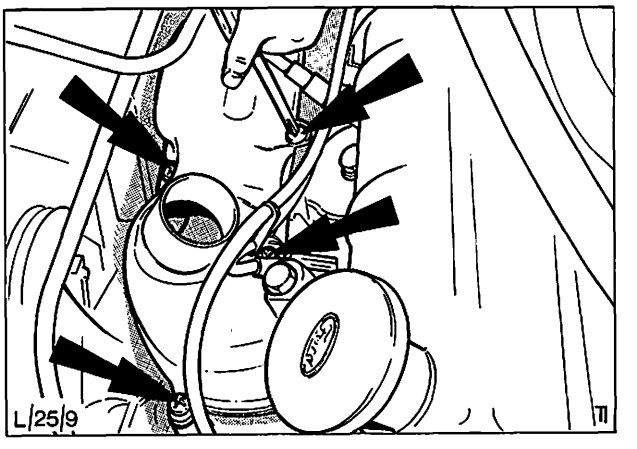

Abb. 10 Befestigungsschrauben – Luftleitbleche
4. Bei Fahrzeugen mit thermostatgeregelter Ansaugluftvorwärmung, Metallschlauch zwischen Luftfilteröffnung und Luftleitblech entfernen. Vier Schrauben abschrauben, Abb. 10, Luftleitbleche trennen und vom rechten Auspuffkrümmer abbauen.